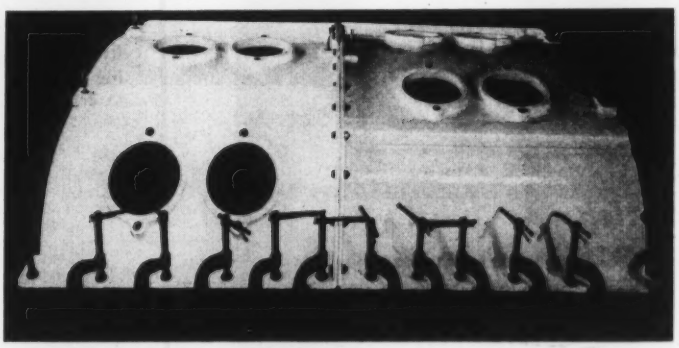

Fig. 4—Single skin modified phenolic resin reinforced glass fiber gear case cover
3. *Plain Construction — Reinforced Phenolic Modified Resin (Fig. 4):* The method for construction of this cover was the same as for the single skin cover. The only exception was that a modified room temperature curing phenolic resin was used instead of the polyester material.